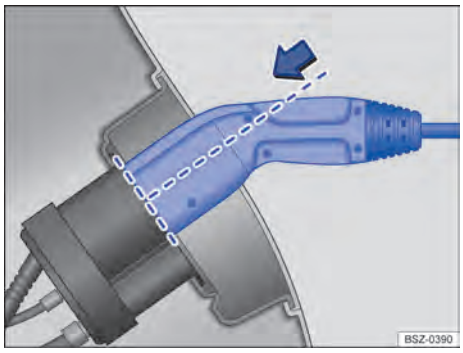

Bilde 159 Ladestøpsel som er satt helt inn (eksempel).
5. Sett ladestøpslet rett inn i ladekontakten, og kontroller at det er satt helt inn → Bilde 159.